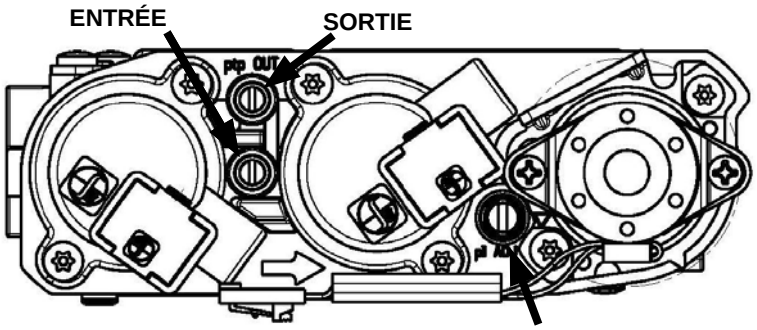

Figure 20.3.01
2. Les raccords de test de pression sont situés sur la face avant de la valve de contrôle de gaz. L'entrée est indiquée par une flèche sur le corps de la valve et la sortie est marquée «OUT». Voir Figure 20.3.01.
Les flammes ne doivent pas avoir de pointes jaunes mais doivent envelopper le détecteur de flamme et l'allumeur à étincelles. On peut les ajuster en tournant la vis de réglage de veilleuse, marquée «PILOT ADJ.» sur la valve de contrôle de gaz (Voir Figure 20.3.01).